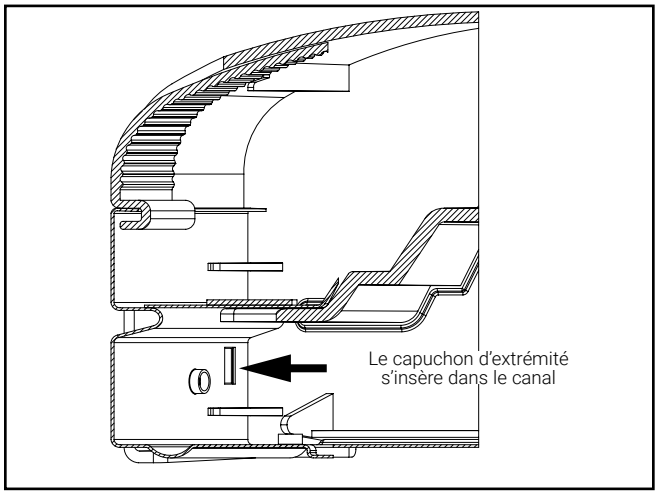

Figure 15.
3. Une fois les vis enlevées, retirez les capuchons d'extrémité en tirant pour les dégager du canal. Sur chaque côté du capuchon d'extrémité se trouve une languette qui s'insère dans le canal; appuyez fermement (figure 15).